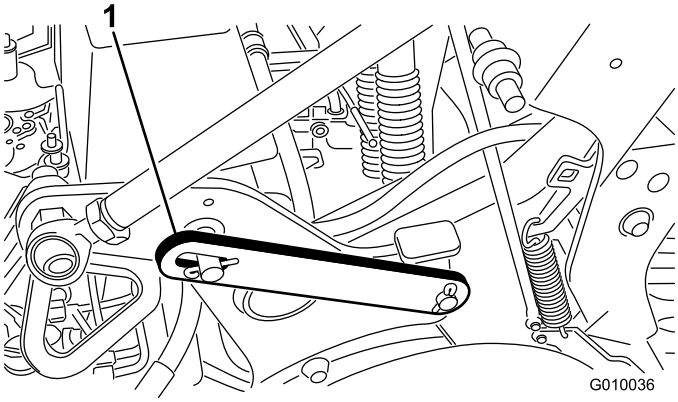

Figura 21
2. Retire o anel de bloqueio que fixa o trinco de segurança na posição de armazenamento (Figura 21).